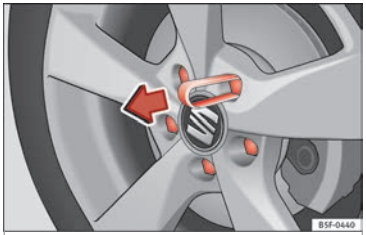

Afb. 66 Klem om de doppen van de wielbouten los te trekken.
- Plaats de kunststof klem (boordgereedschap) op de dop totdat deze vastklikt ››› **afb. 66**.